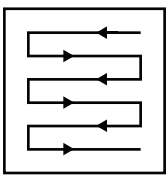

Fig. 16
5. Corte el césped en pasadas que se solapen ligeramente. El patrón más eficaz para cortar el césped es en pasadas rectas paralelas a uno de los lados. De esta forma, las pasadas serán regulares y se asegurará de cortar todo el césped sin dejarse ninguna zona (Fig. 16).